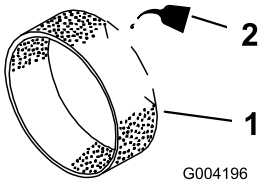

Figur 44
3. Giv forfilteret ca. 30–60 ml olie (Figur 44).